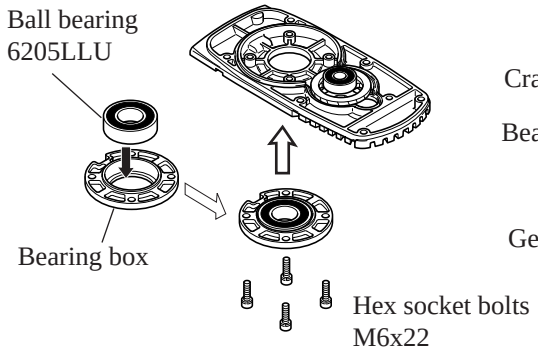

Fig. 27
(1) Mount ball bearing 6205LLU to bearing box. Fasten the bearing box with 4 pcs. of hex socket head bolts M6x22. See Fig. 27.